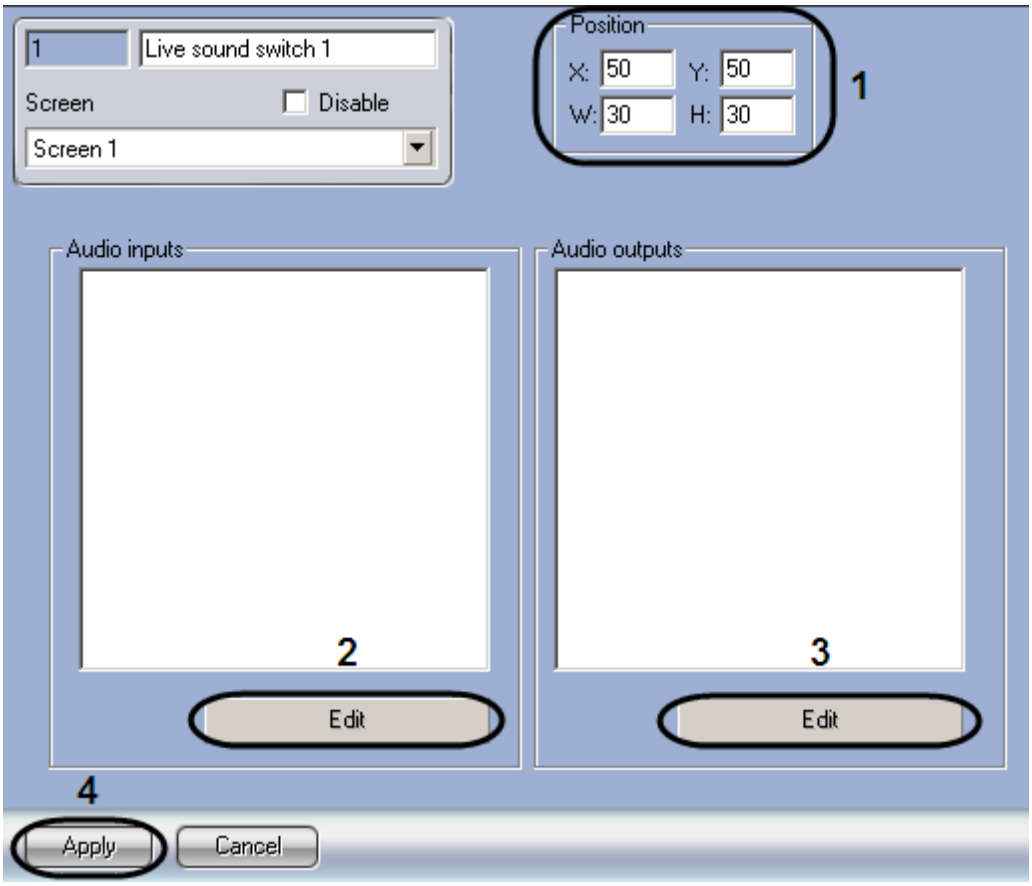

Figure 8.8-26. The setting panel of the «Live sound switch» object
1. Go to the setting panel of the «Live sound switch» object (Figure 8.8-26).
2. To set the position of the «Live sound switch» object dialog box, set a value of the position data of the left upper corner in «X:», «Y:» fields and value of width and height of the box in «W:», «H:» fields (Figure 8.8-26, 1).
3. To add sound sources click «Edit» in «Audio inputs» (Figure 8.8-26, 2).
6. To add the sound detectors click «Edit» in «Audio outputs» (Figure 8.8-26, 3). The sound detectors adding is made by analogy with sound sources adding (item 4-5).
7. Click «Apply» to save all the changes (Figure 8.8-26, 4).